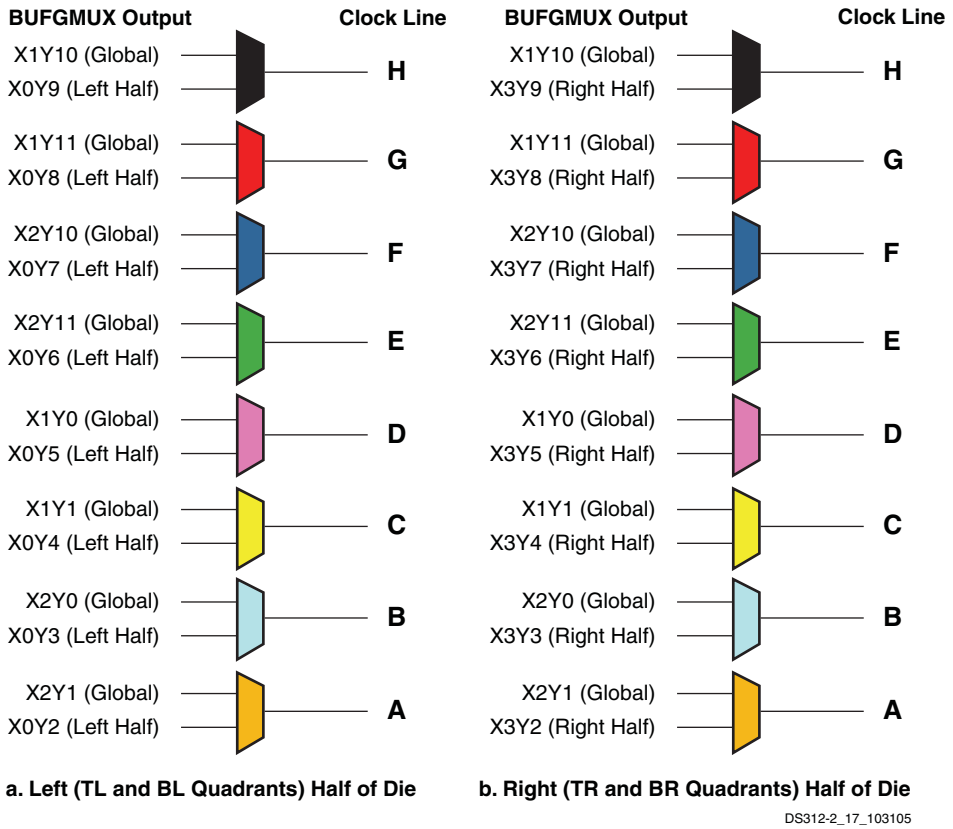

Figure 47: **Clock Sources for the Eight Clock Lines within a Clock Quadrant**
2. See Figure 45 for specific BUFGMUX locations, and Figure 47 for information on how BUFGMUX elements drive onto a specific clock line within a quadrant.
The clock routing within the FPGA is quadrant-based, as shown in Figure 45. Each clock quadrant supports eight total clock signals, labeled 'A' through 'H' in Table 41 and Figure 47. The clock source for an individual clock line originates either from a global BUFGMUX element along the top and bottom edges or from a BUFGMUX element along the associated edge, as shown in Figure 47. The clock lines feed the synchronous resource elements (CLBs, IOBs, block RAM, multipliers, and DCMs) within the quadrant.
Each of the eight clock signals in a clock quadrant derives either from a global clock signal or a half clock signal. In other words, there are up to 24 total potential clock inputs to the FPGA, eight of which can connect to clocked elements in a single clock quadrant. Figure 47 shows how the clock lines in each quadrant are selected from associated BUFGMUX sources. For example, if quadrant clock ‘A’ in the bottom left (BL) quadrant originates from BUFGMUX_X2Y1, then the clock signal from BUFGMUX_X0Y2 is unavailable in the bottom left quadrant. However, the top left (TL) quadrant clock ‘A’ can still solely use the output from either BUFGMUX_X2Y1 or BUFGMUX_X0Y2 as the source.